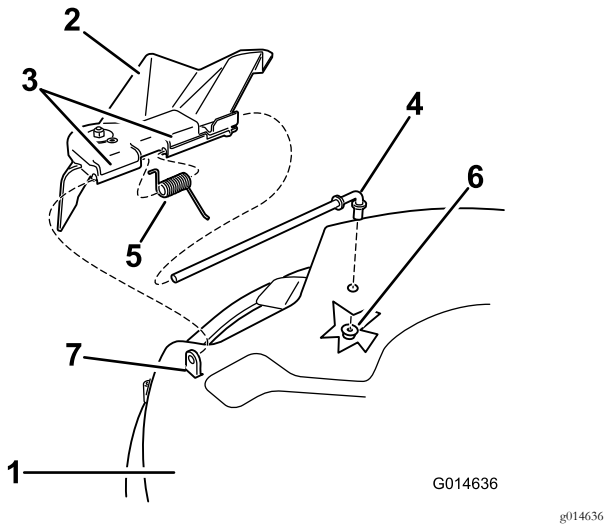
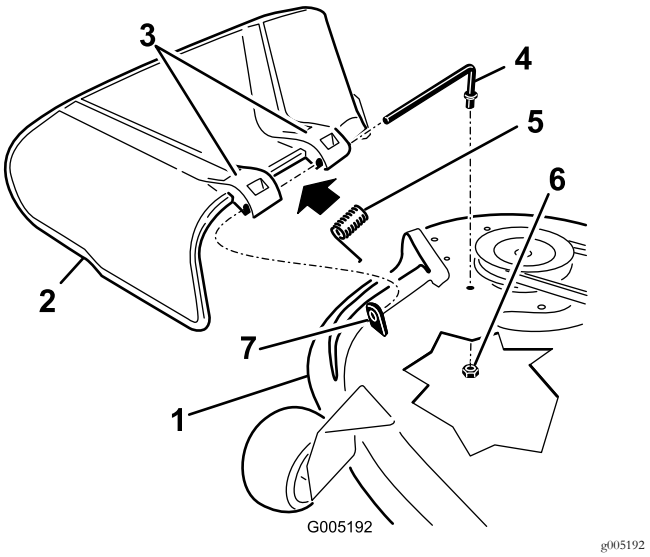

Figuur 68
Figuur 69
1. Verwijder de moer (⅜") van de stang onder het maaidek (Figuur 68 en Figuur 69).
2. Schuif de stang uit de korte afstandhouder, veer en grasgeleider (Figuur 68 en Figuur 69).
4. Monteer de grasgeleider (Figuur 68 en Figuur 69).
7. Schuif de stang door de tweede beugel van de grasgeleider (Figuur 68 en Figuur 69).
9. Bevestig de achterzijde van de stang aan de maaier met een moer (⅜"), zoals geïllustreerd in Figuur 68 en Figuur 69.